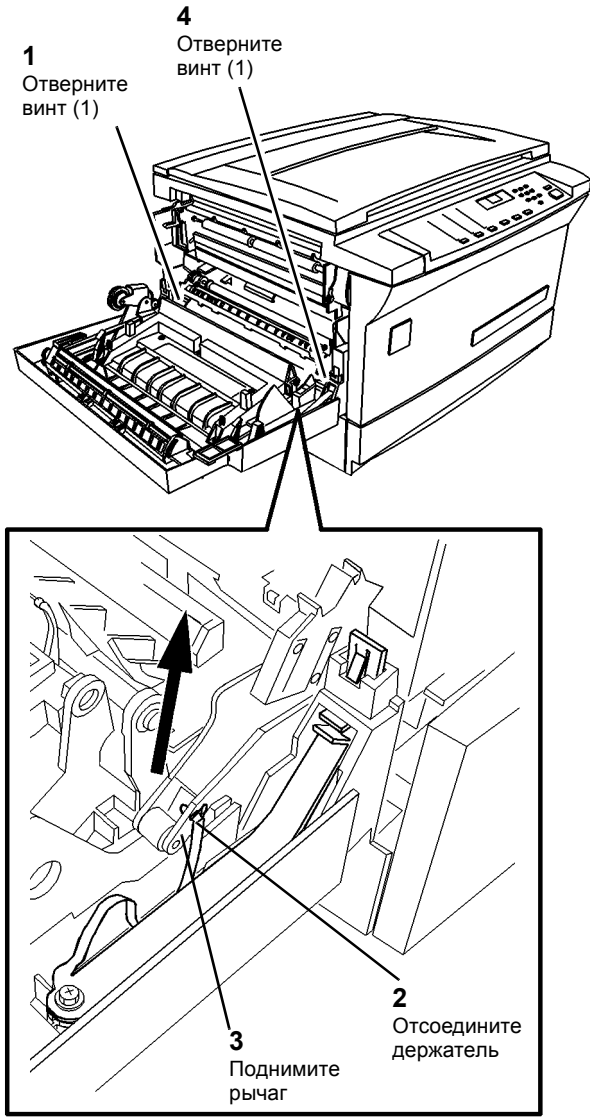

Рисунок 2 Отверните винты (2)
5. Продолжайте подоговку к снятию аппарата с модуля лотка 1 (Рисунок 2).